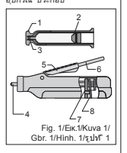

Fig. 1/Εικ.1/Kuva 1/ Gbr. 1/Hinh. 1/รูปที่ 1
7. Schuifblok 8. Ontgrendelhendel (Fig. 1)
8. Stempel udløser (Fig. 1)
8. Hävarm för dosering (Fig. 1)